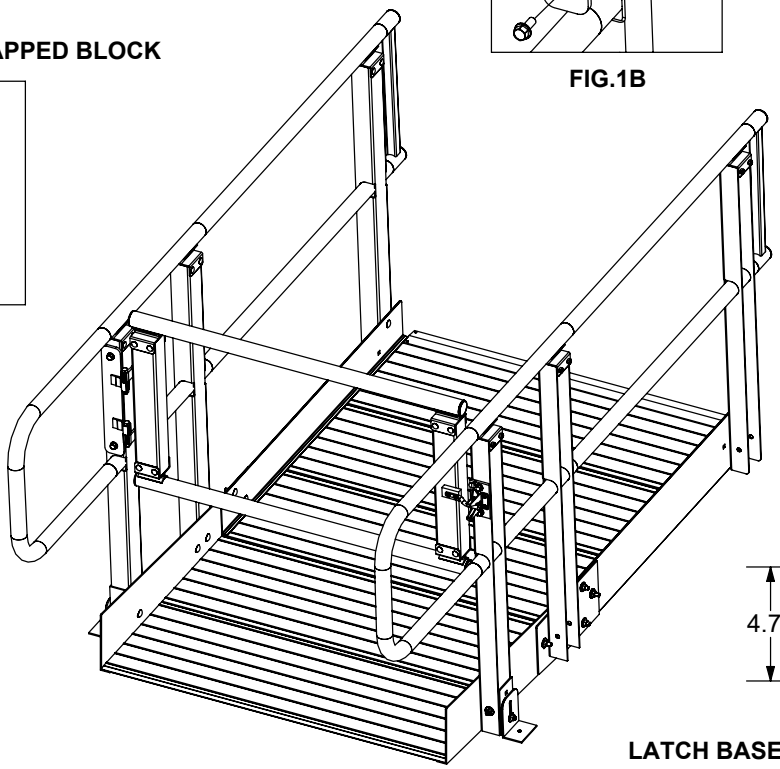
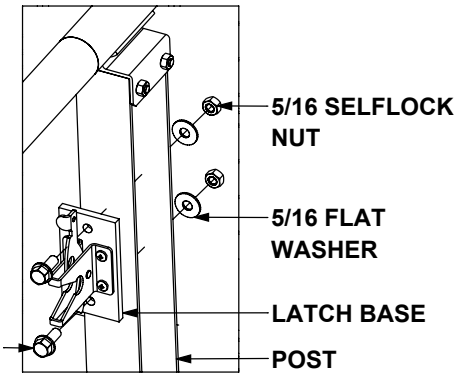

FIG.1E
FIG.1F
STEP 3: Locate the latch base 4 ¾" of an inch from the top and flush on the edge of the post (FIG.1E). Check gate fit before marking and drilling holes with a 5/16 drill bit in the post. Fasten latch base to post with 5/16x ¾ flange bolts, 5/16 flat washers, and 5/16 selflock nuts (FIG.1F).